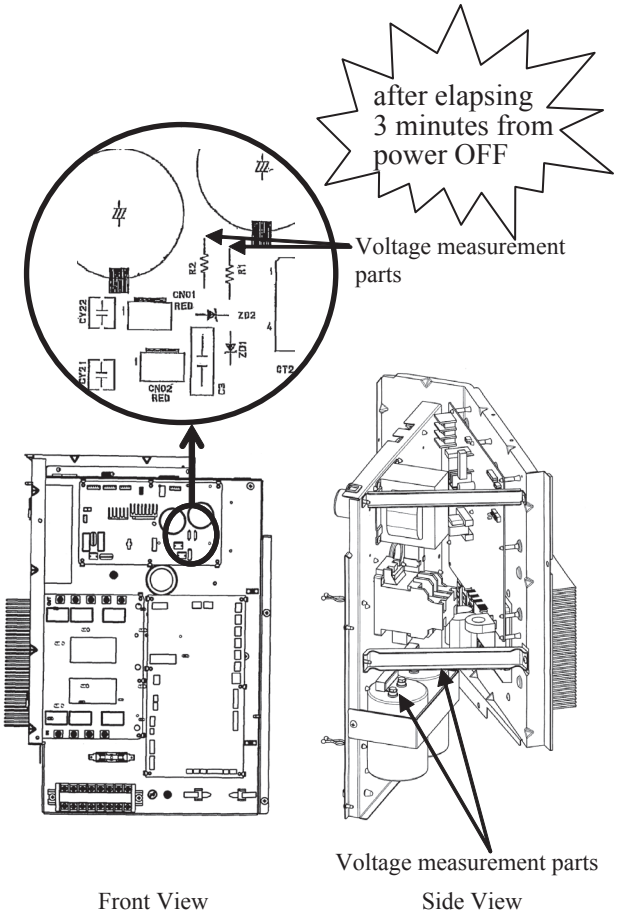

Fig.1 Position of capacitor
(**Be sure to measure the voltage (DC) of two places** (1.Resistor on PCB at the front of controller 2.Both capacitor terminals located in back of controller), and **check that the voltage is discharged sufficiently**. (Refer to Fig.1))